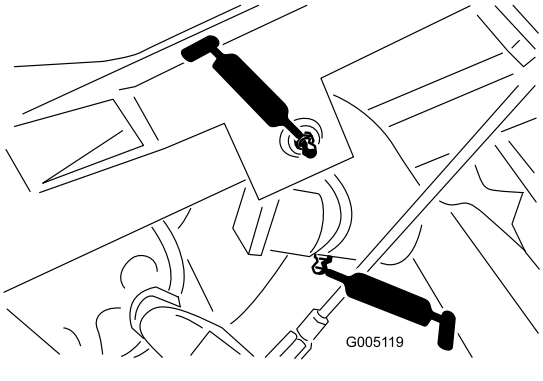

**Figuur 29**
- Draaipunt van hefarm (3) en draaischarnier (3) (Figuur 29)